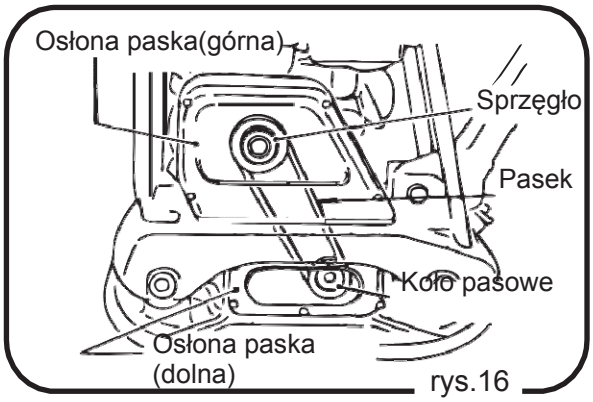

rys.16
1. Sprawdzenie paska (rys. 16)